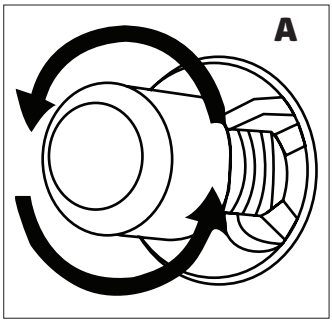
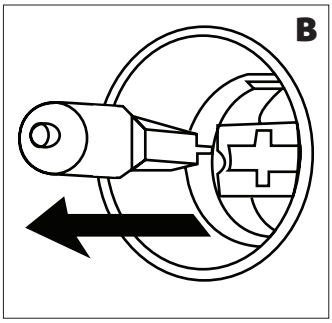

Figura 30
Figura 31
**3.** Depois remover a lâmpada do forno rodando-a (ver figura 30) se for do tipo **A**, ou puxando-a (ver figura 31) se for do tipo **B**.